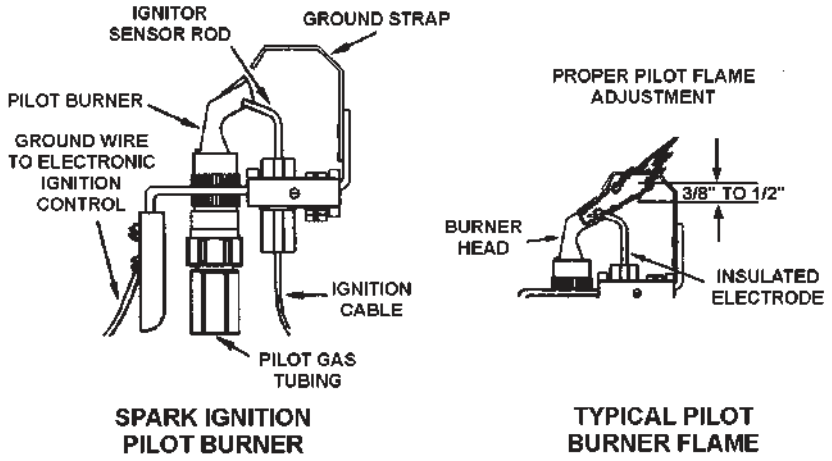
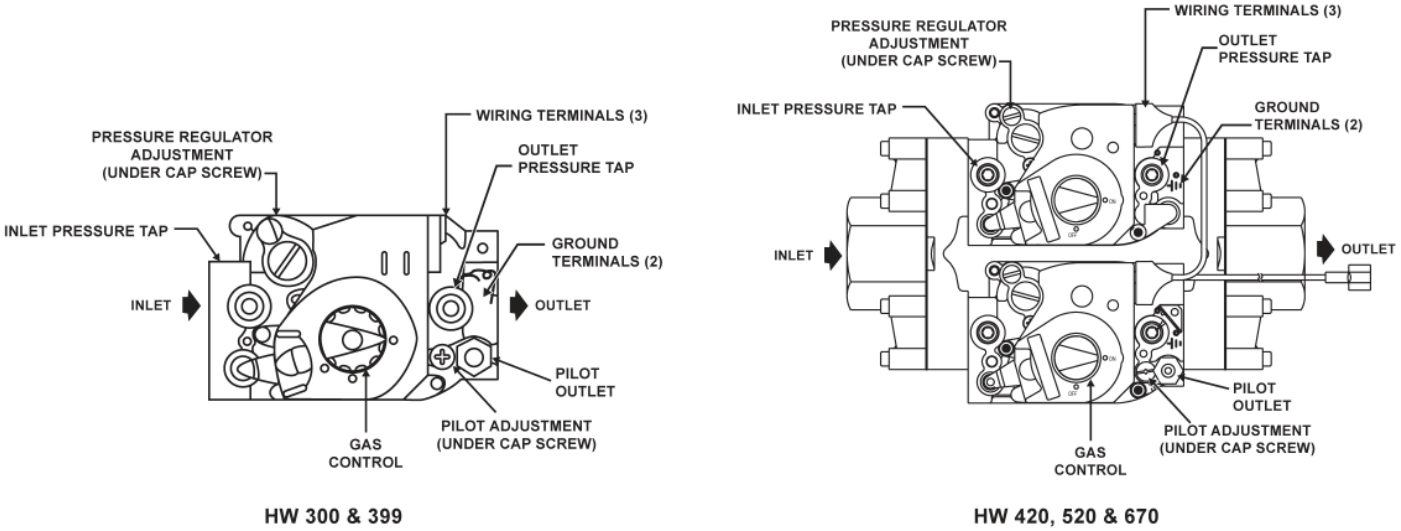

FIGURE 7. SPARK IGNITION PILOT BURNER AND BURNER FLAME
FIGURE 8. ADJUSTING PILOT FLAME
Servicing of the pilot burner (every six months) includes keeping pilot shield (not shown) free of lint, cleaning the burner head, the primary air opening and the orifice of the pilot burner, Figure 7.
To adjust the pilot flame, remove the cap screw from the pilot adjusting screw (Figure 8) and turn to deliver a sufficient flame at the pilot burner to cover 3/8" to 1/2" (10-12 mm) of the sensing probe tip. See Figure 7.
- The pilot flame should envelop 3/8 to 1/2 inch (10-12 mm) of the tip of the thermocouple. Remove pilot adjustment cover screw, Figure 8. Turn inner adjustment screw or pilot adjusting valve clockwise to decrease, or counterclockwise to increase pilot flame. Be sure to replace cover screw on combination gas control valve after adjustment to prevent possible gas leakage.